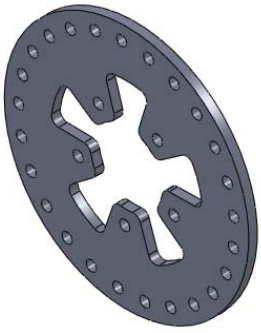

Figure 2-46 *Final model of the Disc plate*
4. Set **0.25** in the **Radius** spinner of the **Items To Fillet** rollout and then choose the **OK** button from the **Fillet PropertyManager**. The final model after applying the fillet feature is shown in Figure 2-46.